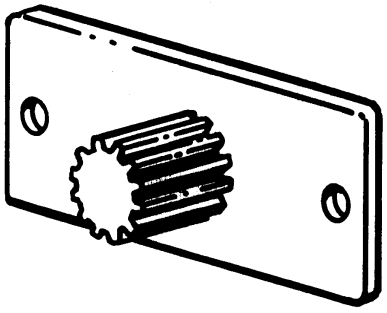

Figure 14. 3738 Starter Shaft Holder
k. Install 3738 starter shaft holder (figure 14).
a. Install 3738 starter shaft holder (figure 14) on starter pad.
a. Remove 3738 starter shaft holder (figure 14).